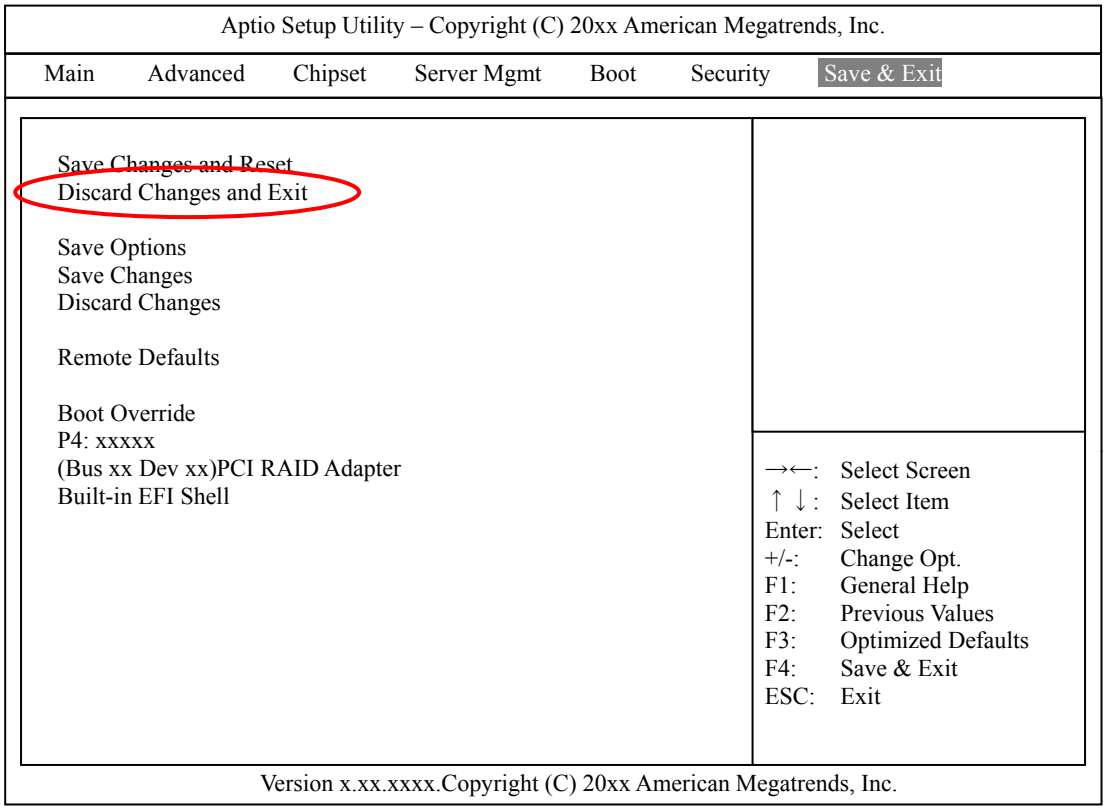

Figure B.2.1-2 Save & Exit Menu window
(5) The Save & Exit menu window is displayed as shown in Figure B.2.1-2.